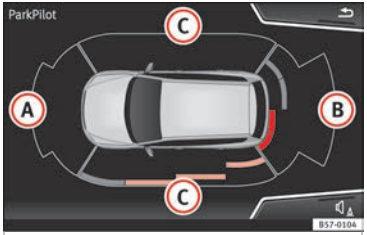

Fig. 215 Represented area.
In order to view the entire periphery of the vehicle, the vehicle must be moved a few metres forwards and backwards. Thus, the missing areas are screened and obstacles at the sides of the vehicle are displayed ››› **Fig. 215** Ⓒ.
If there is a fault in a sensor, the symbol ⚠ is displayed on the Easy Connect display in front of/behind the vehicle. If a rear sensor is faulty, only the obstacles in area (A) are displayed ››› Fig. 215. If a front sensor is faulty, only the obstacles in area (B) are displayed.